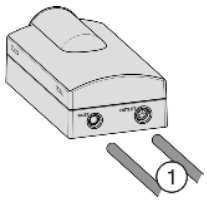

Fig. 26
▶ Insert the hoses *Fig. 26 (1)* into the water filter module as far as they will go (i.e. to the mark you made) past the point of resistance.